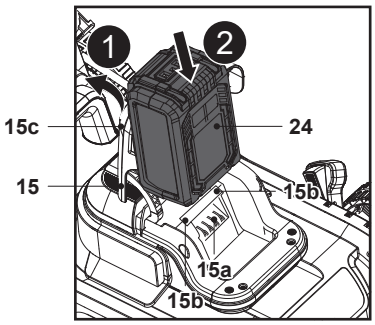

**Fig. 8**
2. Deschide capacul magnetic (15c) și capacul compartimentului pentru acumulator (15) (fig. 8, pasul 1).
3. Aliniază acumulatorul (24) cu cele două fante de glisare (15b) și glisează-l înăuntru pentru a-l fixa (fig. 8, pasul 2).
4. Asigură-te că introduci complet contactele electrice (15a) în acumulator (24) și că acesta se fixează în poziție cu un clic.
5. Acumulatorul (24) se poate instala într-o singură direcție.
6. Închide cu grijă capacul compartimentului pentru acumulator (15).